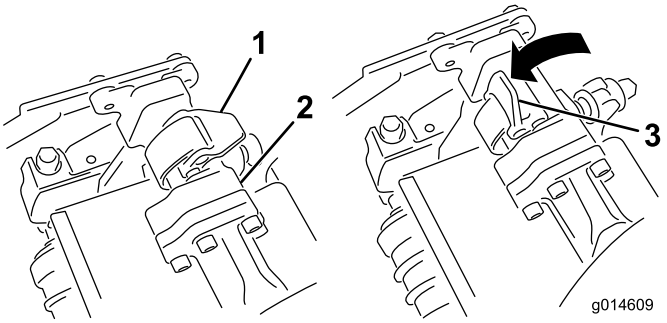
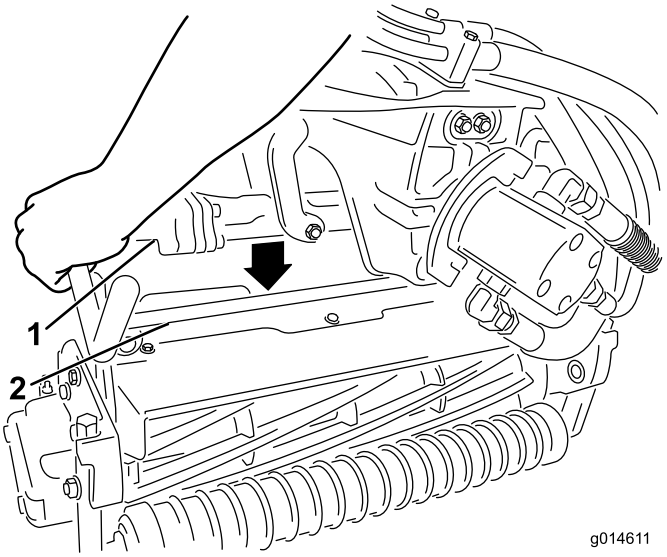

Figur 11
Figur 12
5. Låt spärrarna på upphängningsarmstången peka uppåt (dvs. de ska vara öppna) (Figur 11) och tryck upphängningsarmen nedåt så att stången passar över stången över ovansidan av klippenheten (Figur 12).
6. Fäll spärrarna nedåt och runt klippenhetsstången och lås dem på plats (Figur 11).